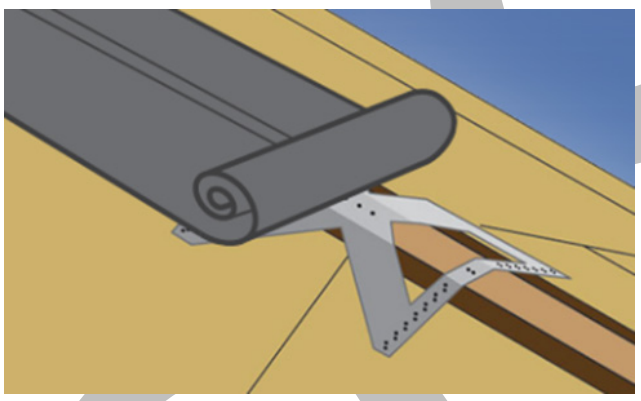

Figure 8. RidgeVent™ Installed Over Shear-X™
6.4.5 Roll out and install ridge vent along the ridgeline of roof according to manufacturer's installation instructions (Figure 8). Note: The ridge vent profile will vary from that shown based on the roof type and profile.